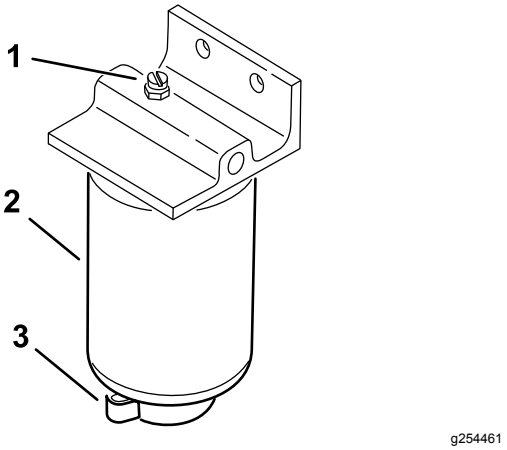

Figuur 39
4. Open de aftapplug van het filter en het ontluchtingsventiel (Figuur 39).